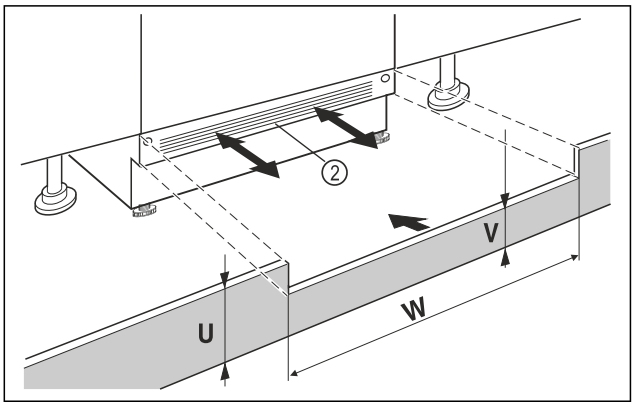

Fig. 100 Beispielhafte Darstellung
- ▶ Gerätesockelblende *Fig. 100 (2)* aufsetzen aber noch nicht fixieren.
- ▶ Bei sichtbarer Sockelblende *Fig. 100 (2)*, diese so weit nach vorn ziehen, dass Vorderkante Lüftungsgitter und Möbelsockelblende eine Ebene bilden.
- ▶ Bei verdeckter Sockelblende *Fig. 100 (2)*, diese ganz nach hinten schieben.
- ▶ Auf komplett freie Lüftungsschlitze achten: Bei Bedarf Höhe der Möbelsockelblende *Fig. 100 (U)* zuschneiden!
- ▷ Entlang der Nischenbreite *Fig. 100 (W)* die Steghöhe *Fig. 100 (V)* unter der Gerätesockelblende *Fig. 100 (2)* einpassen.